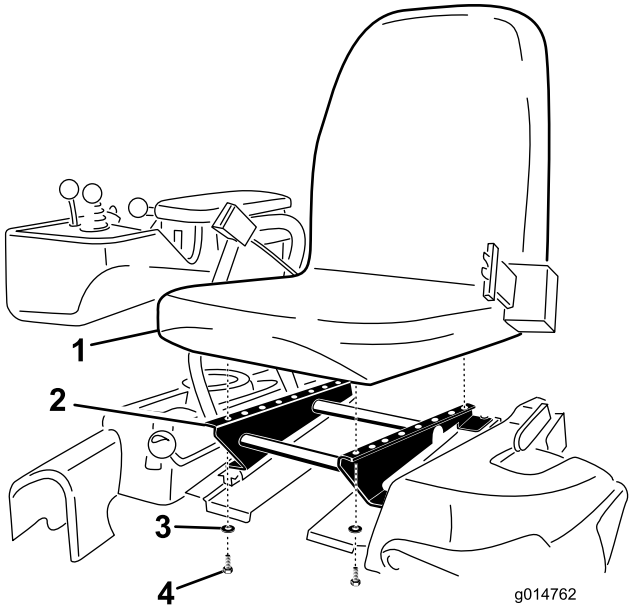

**Figur 4**
3. Montera sätet på sätesbasen med de fyra skruvar och brickor som du tog bort tidigare (Figur 4).